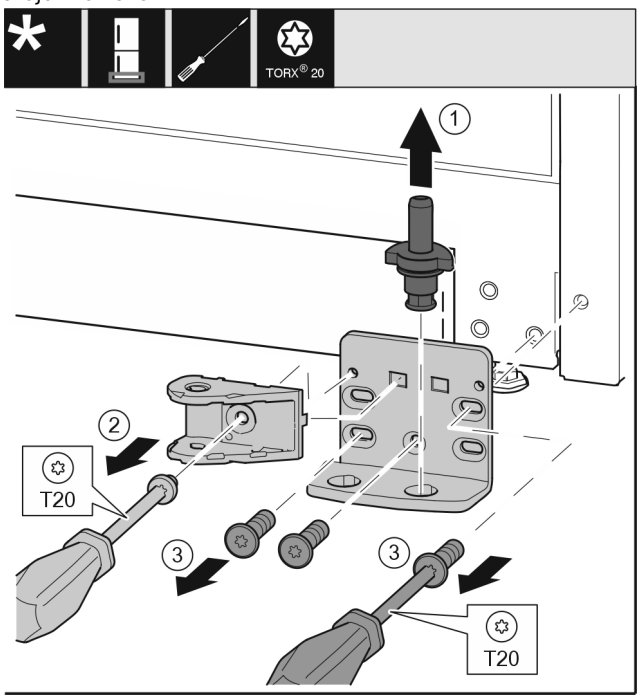

*Fig. 45 **
▶ Ložiskový čep *Fig. 45 (1)* celý vytáhněte nahoru.*
▶ Šroubovákem vyšroubujte šrouby *Fig. 45 (2)* a sejměte spojení tlumiče zavírání.*
▶ Šroubovákem vyšroubujte šrouby *Fig. 45 (3)* a sejměte stojan ložiska.*